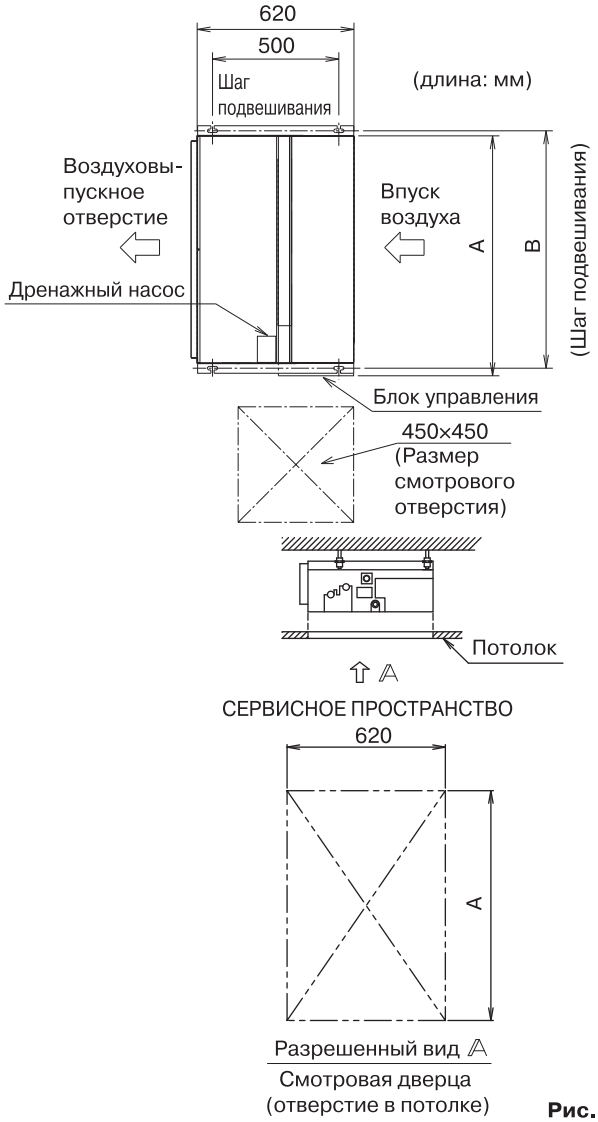

Рис. 2
(1) Удостоверьтесь в позиционном соотношении блока и подвесных болтов. (См. рис. 2)